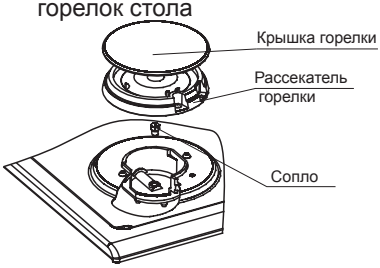

рис. 6
14.1. Проведение замены сопла при ремонте, а также при переводе на другой тип газа (рис.6)